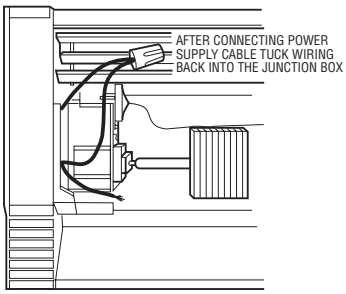

**Figure 8. Wiring Through Junction Box Opening**
4. If the power supply is to feed heaters at the junction box that is adjacent to another heater, it is easier for the power supply connections to be made prior to the installation of the heater(s) to the wall. If this is not possible, connections may be made through the opening in the junction boxes when the front cover(s) is removed. See Figure 8.